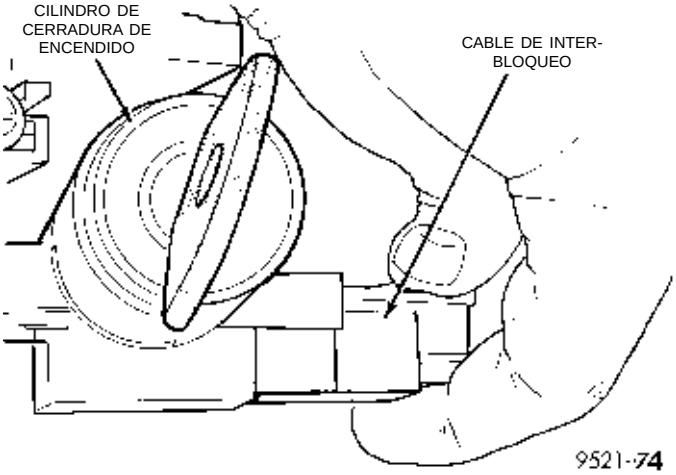

Fig. 29 Cable de interbloqueo
(1) Retire las cubiertas inferiores de la columna, el interruptor de encendido, y las tapas. Consulte Reemplazo del cambio de interbloqueo.
(2) Aferre firmemente el cable y el conector del interbloqueo. Retire el cable de interbloqueo (Fig. 29).